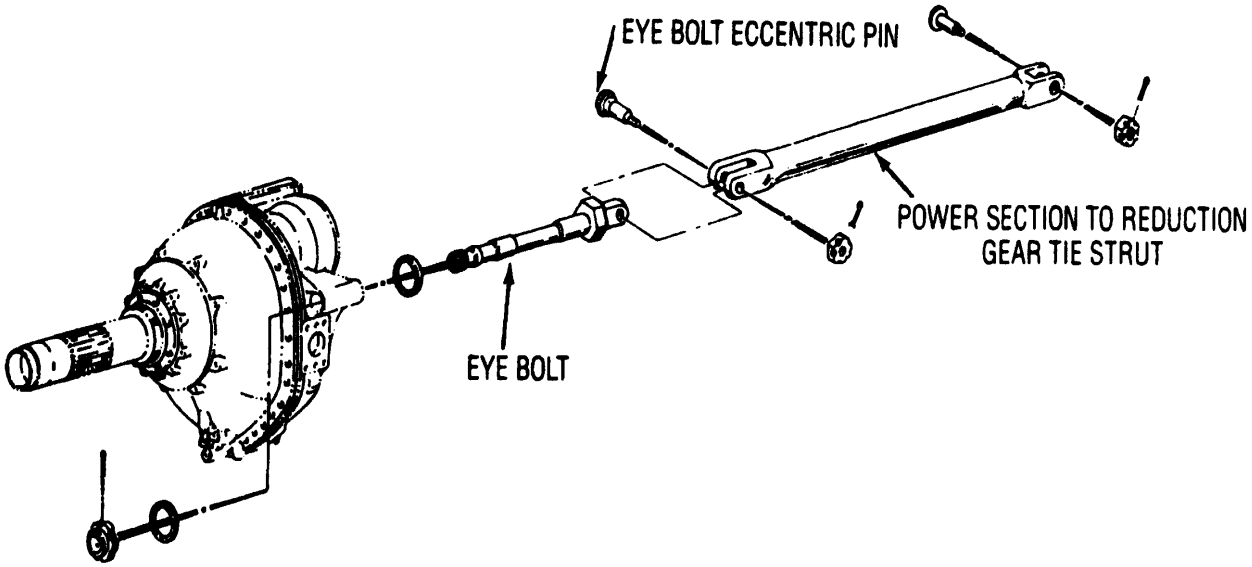

Figure 7. Reduction Gear Tie Struts
85. Two tie struts (figure 7) assist in carrying the overhanging moments and forces produced by the propeller and reduction gear. The front ends of the struts have eccentric pins which are splined for locking. These pins are used to adjust the length of the strut in order to compensate for the manufacturing tolerances on the length of the drive shaft housing and interconnecting parts.